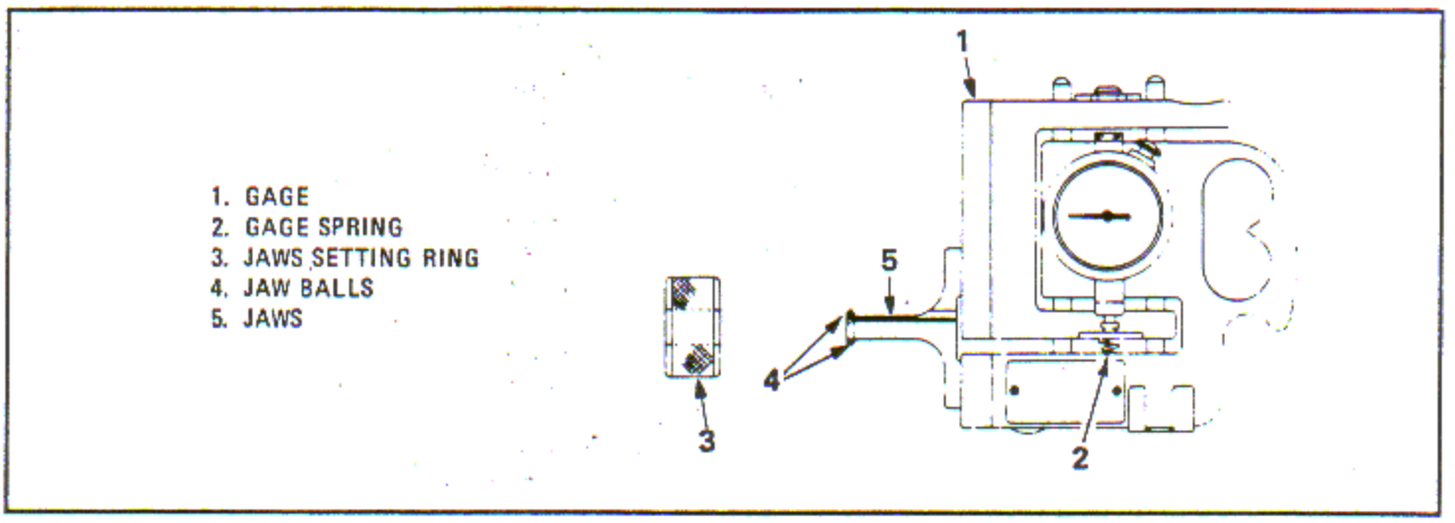

Figure 6-25. Gage Assembly Setting Procedure
b. The gage body actuating spring pressure is to be set with just enough compression to actuate the gage basic slide sections. See figure 6-25.